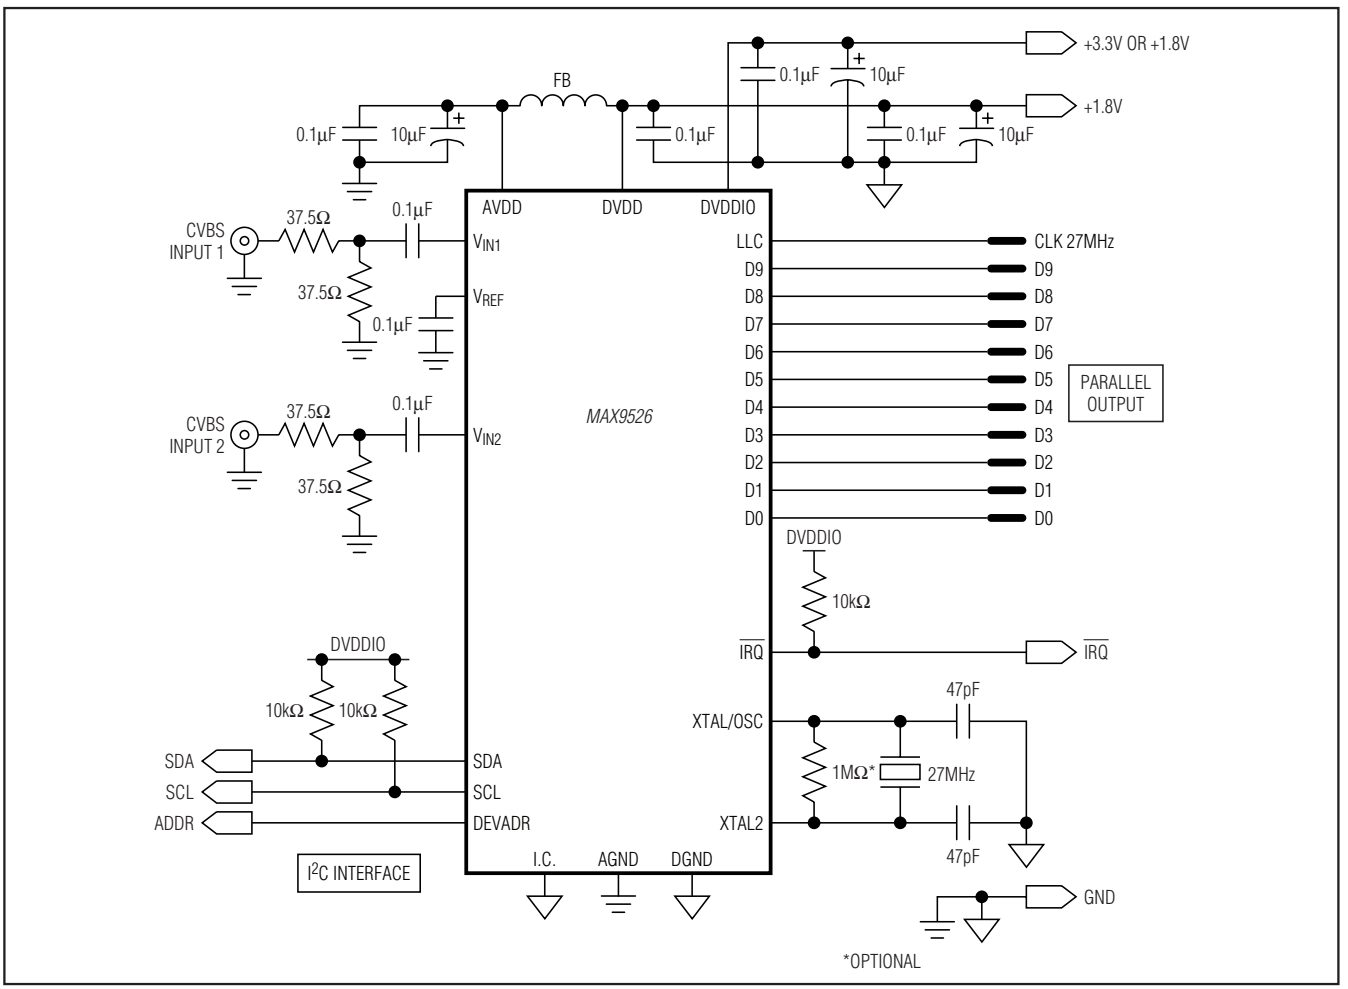

*Figure 8. MAX9526 Typical Application Circuit with Additional Supply Isolation*
For systems where additional power-supply isolation is required, the circuit shown in Figure 8 can be used. Additional supply decoupling is added and analog power (AVDD) isolation is increased with the use of a ferrite bead (FB). The analog ground connection (AGND) should be connected to a separate ground plane that has a small bridge to the main ground plane of the system. The video input termination ($V_{IN1}$/$V_{IN2}$), video reference ($V_{REF}$) decoupling, and AVDD supply decoupling should also be connected to the AGND ground plane.